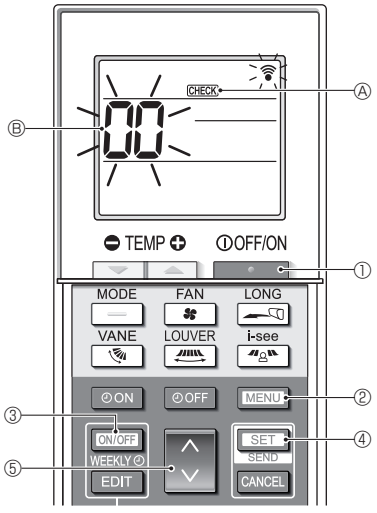

Abb. 7-6
7.3.2. Für die drahtlose Fernbedienung (Abb. 7-6)
■ **Selbstprüfung (Abb. 7-6)**
1. Drücken Sie die Taste [ ] ①, um die Klimaanlage anzuhalten.
- Wenn der Wochen-Timer aktiviert ist (WEEKLY eingeschaltet ist), drücken Sie die Taste [ON/OFF WEEKLY] ③, um ihn zu deaktivieren (WEEKLY ist ausgeschaltet).
2. Drücken Sie die Taste [MENU] ② 5 Sekunden lang.
3. Drücken Sie die Taste [ ] ⑤ zum Auswählen der Kältemitteladresse (M-NET-Adresse) Ⓑ des Innengeräts, für das die Selbstprüfung ausgeführt werden soll.
4. Drücken Sie die Taste [SET] ④.
5. Drücken Sie die Taste [ ] ①.